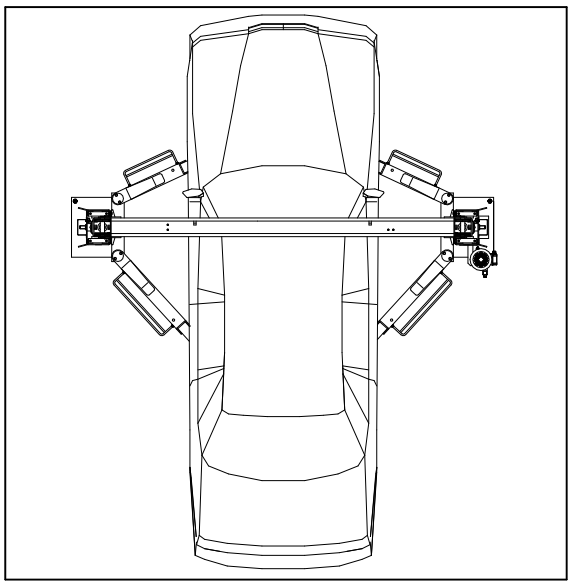

Fig. 10 Correctly Loaded Vehicle
It is important to position the vehicle on the lift so that the weight is correctly distributed on the arms. (Fig. 10) For person and equipment safety, it is important that:
• The vehicle is correctly positioned. (Fig. 10)